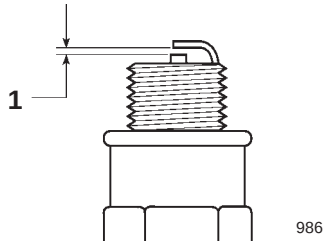

Bild 16
5. Stellen Sie den Elektrodenabstand an der neuen Zündkerze auf 0,50 mm ein (Bild 16).